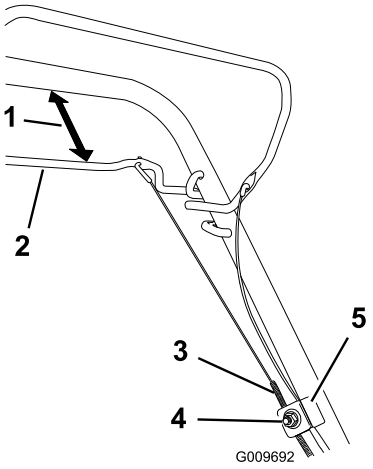

Figur 38
1. Lossa muttern som håller fast kabeln (Figur 38).
2. Håll självdrivningsstången 25 till 38 mm från handtaget (Figur 38).
3. Dra nedåt (mot klipparen) tills kabeln är sträckt (Figur 38).